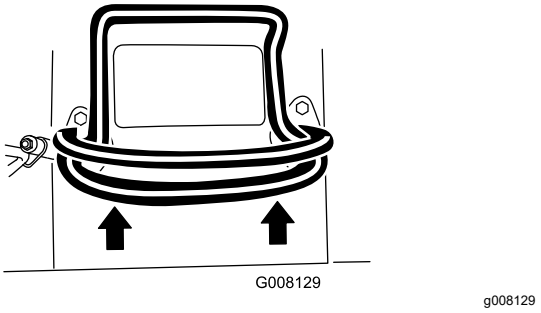

Figuur 8
- Om vooruit te rijden, beweegt u de tractiehendel naar voren (Figuur 8).